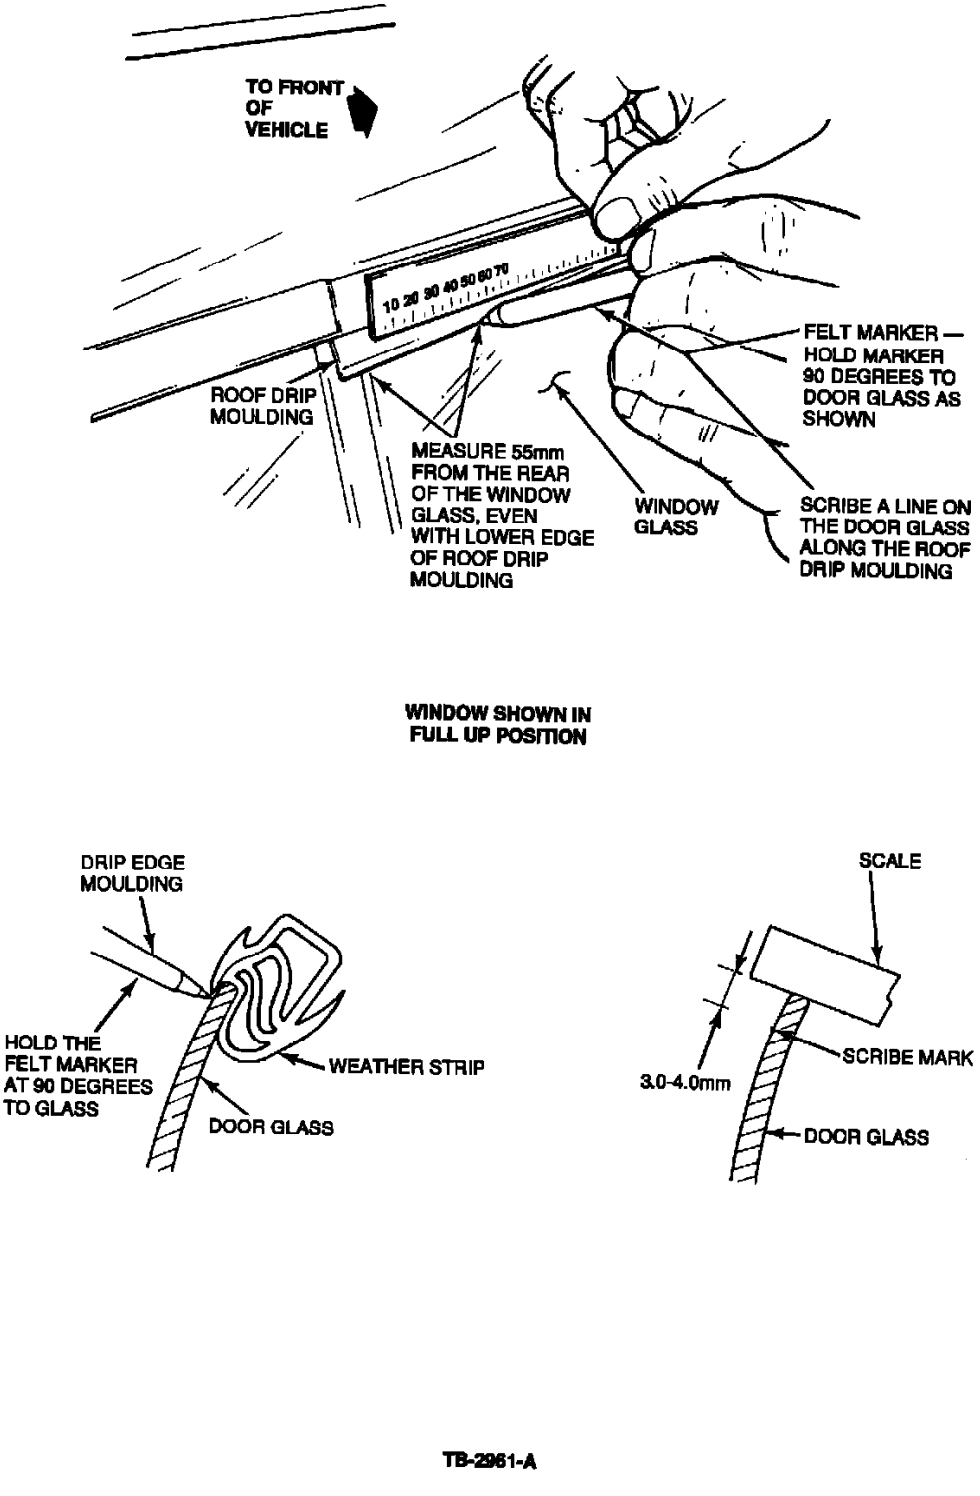

Figure 5
a. With the window in the full up position and the door closed, draw a line along the top of the glass with a felt marker. Locate the line 55 mm from the rear of the glass even with the lower edge of the roof drip moulding, Figure 5. The mark must be 3-4 mm from the top edge of the glass.